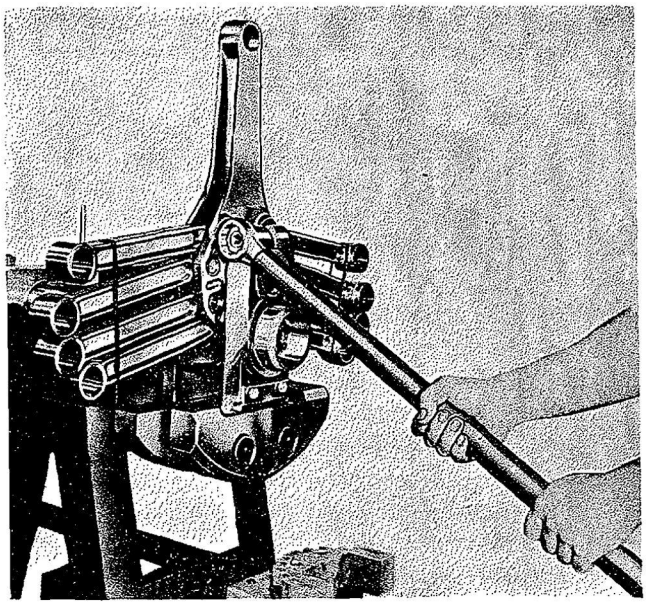

Figure 105—Loosening Crankshaft Cap Screw
a. Remove the cotter pin from the crankshaft rear end cap screw. Loosen the cap screw using wrench (Tool No. 80309) and extension (Tool No. 80198). Refer to Figure 105. Remove the cap screw and